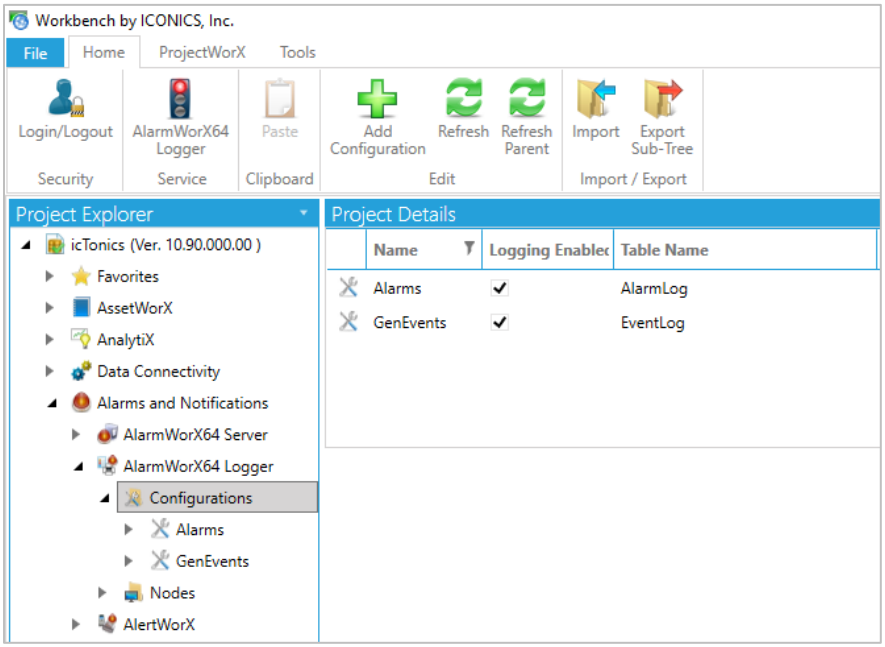

Figure 10.2 - AlarmWorX64 Logger Configurations
- In the Project Explorer of the Workbench, expand Alarms and Notifications → AlarmWorX64 Logger → Configurations. You will see a screen like Figure 10.2.